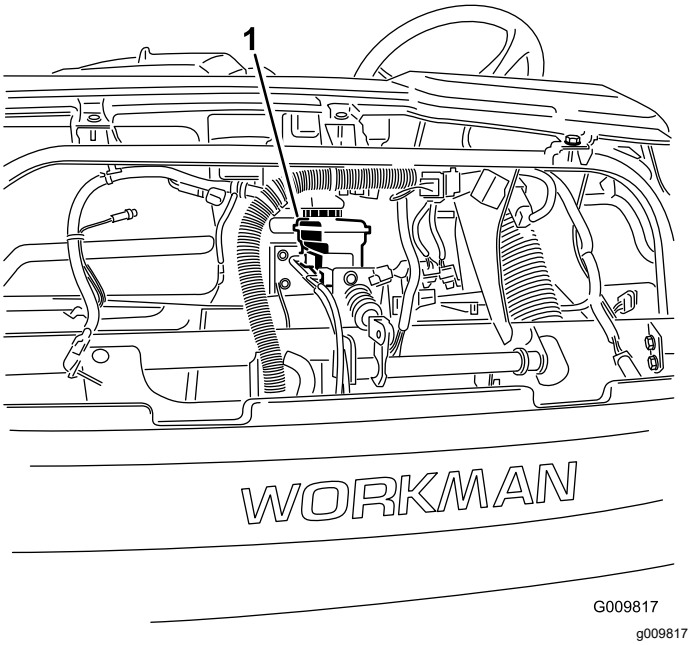

Figur 56
4. Løft motorhjelmen for at få adgang til hovedbremsecylinderen og beholderen (Figur 56).